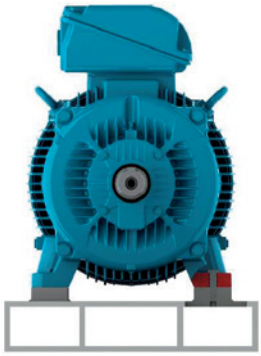

Bild 6.3 *- Motor auf metallische Basis aufgestellt*
- Metallische Basis: allgemein werden metallische Basen zur Aufstellung von kleineren Motoren verwendet (sie he Bild 6.3).